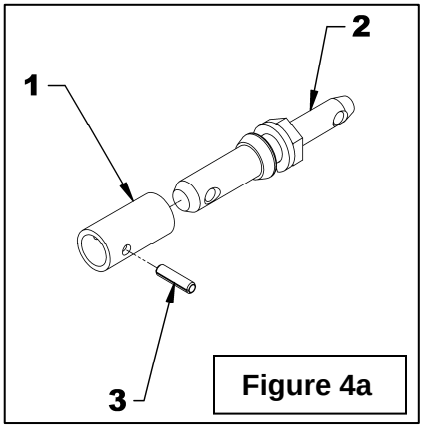

Figure 4a
(Figures 4a-4b-4c)
1. **Figure 4a:** Install a bushing (item 1) on each pin (item 2) and secure in place with the spring pins (item 3).
2. **Figures 4a-4b:** Install the Ø1 1/4" (item 1) pin on the upper support and secure with two Ø 1/8" x 1 3/4" cotter pins (item 2). Install a pin (item 3) in each plate of the hitch (item 4) from the inside for cat. 1 and from the outside for cat. 2 as shown.